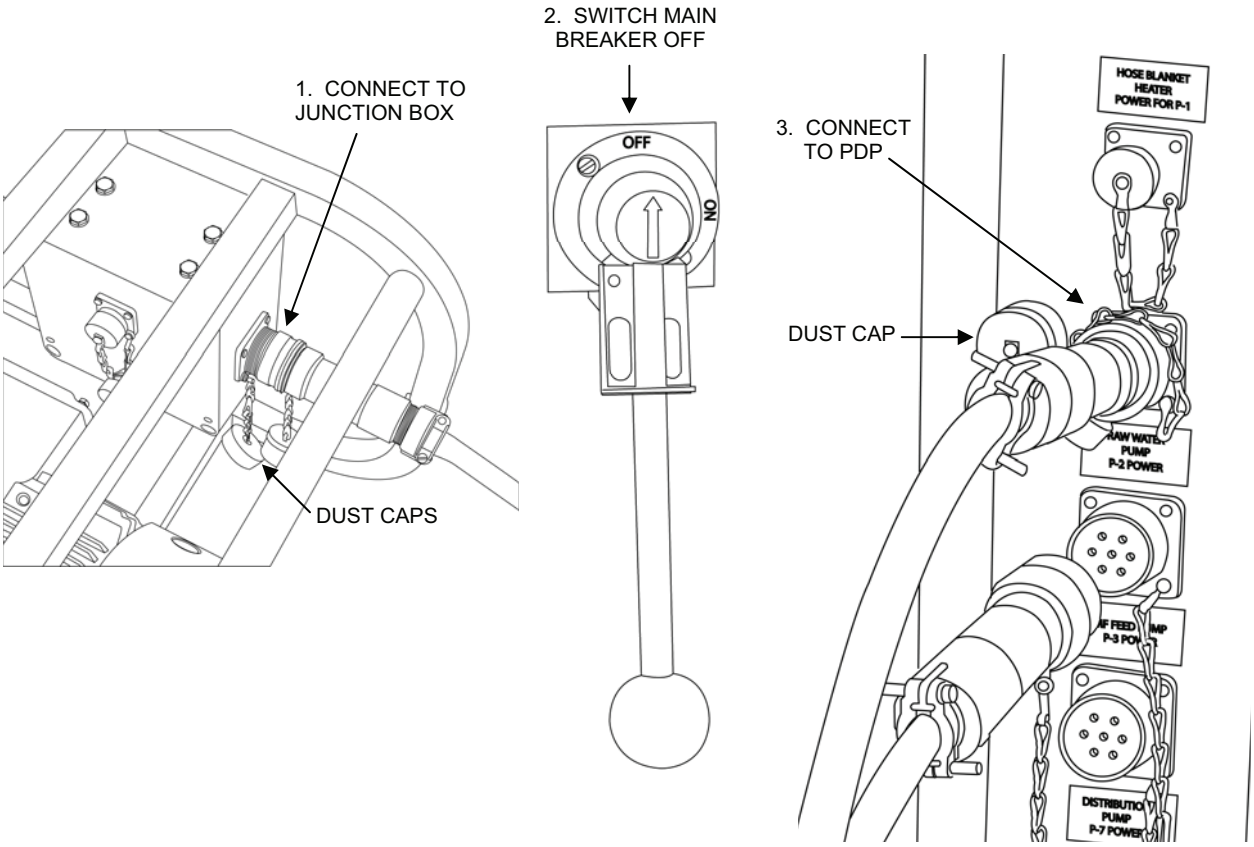

Figure 9. Pump Skid Power Cable Connections.
1. Connect the Motor-Driven Pump Skid P-2 and MF Pump Skid P-3 electrical power cables to the PDP as follows (Figure 9):